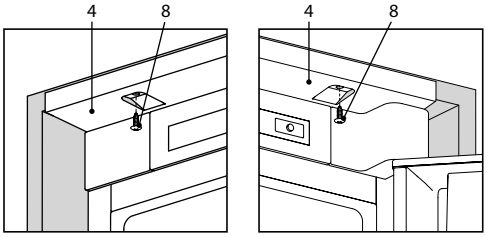

Figura 10
3.3.3 Pentru a fixa frigiderul la acoperișul dulapului de mobilier, înșurubați șuruburile 8 în orificiile din lamelă 4 în conformitate cu figura 10.